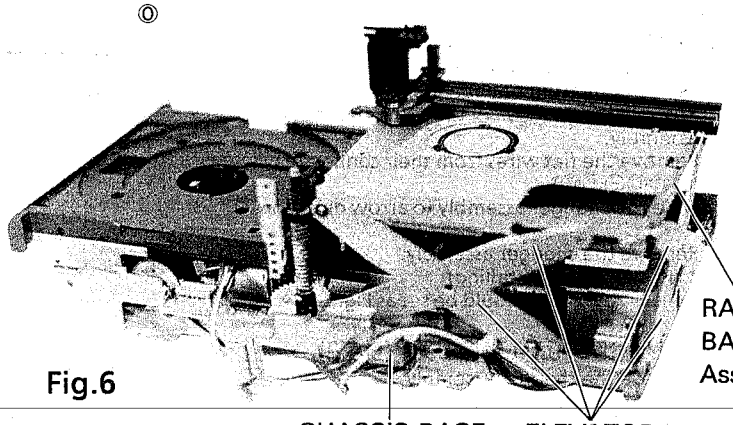

Fig.6 Fig.7
8. Removing the P1 rail base (Fig.6,8)